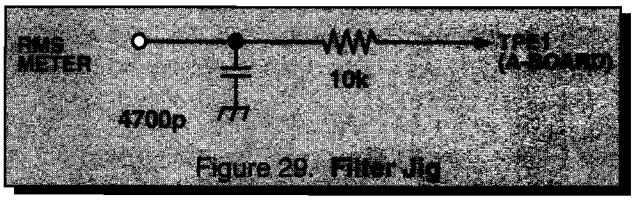

Figure 29. Filter Jig
2. Connect the RMS Meter with filter jig as shown in Figure 29.